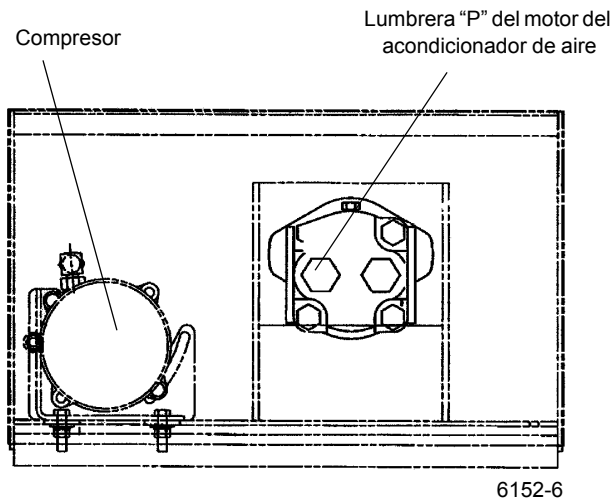

FIGURA 2-13
1. Desconecte la manguera de la lumbrera P del motor que proviene de la lumbrera A de la válvula divisora de flujo (Figura 2-13). Instale un manómetro en la lumbrera GP de la válvula divisora de flujo.